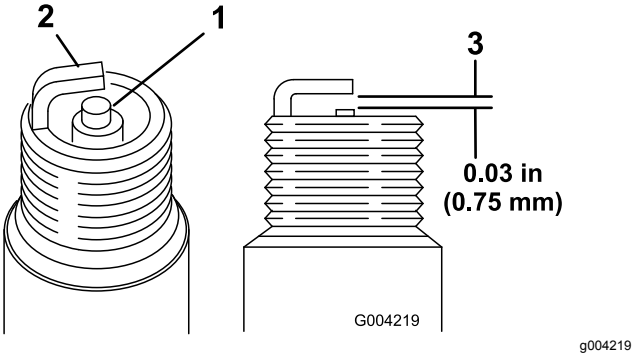

Figur 49
1. Se på midten av begge tennpluggene (Figur 49). Hvis du ser en lysebrun eller grå farge på isolatoren, fungerer motoren som den skal. Et svart belegg på isolatoren betyr som regel at luftrenseren er skitten.
2. Sjekk avstanden mellom elektroden i midten og elektroden på siden (Figur 49).
3. Bøy elektroden på siden (Figur 49) hvis avstanden er feil.